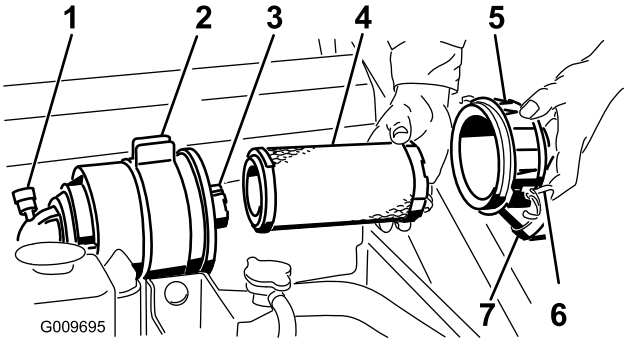

Figur 33
Viktigt: Utför bara service på luftrenarfiltret när serviceindikatorn (Figur 33) är röd. Om du byter luftfiltret tidigare ökar risken för att smuts kommer in i motorn när filtret har avlägsnats.
4. Lossa spärrhakarna på luftrenaren och dra av luftrenarkåpan från luftrenarhuset (Figur 33).
1. Dra försiktigt ut huvudfiltret ur luftrenarhuset (Figur 33). Undvik att knacka filtret mot sidan på luftrenarhuset.
4. Om du byter ut säkerhetsfiltret ska du försiktigt skjuta in det nya filtret i filterhuset (Figur 33).
5. Skjut försiktigt in huvudfiltret över säkerhetsfiltret (Figur 33). Kontrollera att det sitter ordentligt genom att trycka på filtrets yttre kant medan du monterar det.
6. Sätt tillbaka luftrenarkåpan med sidan med markeringen UP vänd uppåt och säkra spärrhakarna (Figur 33).